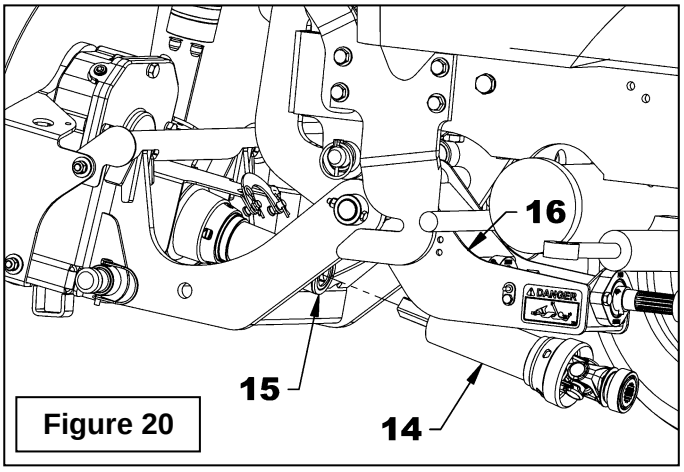
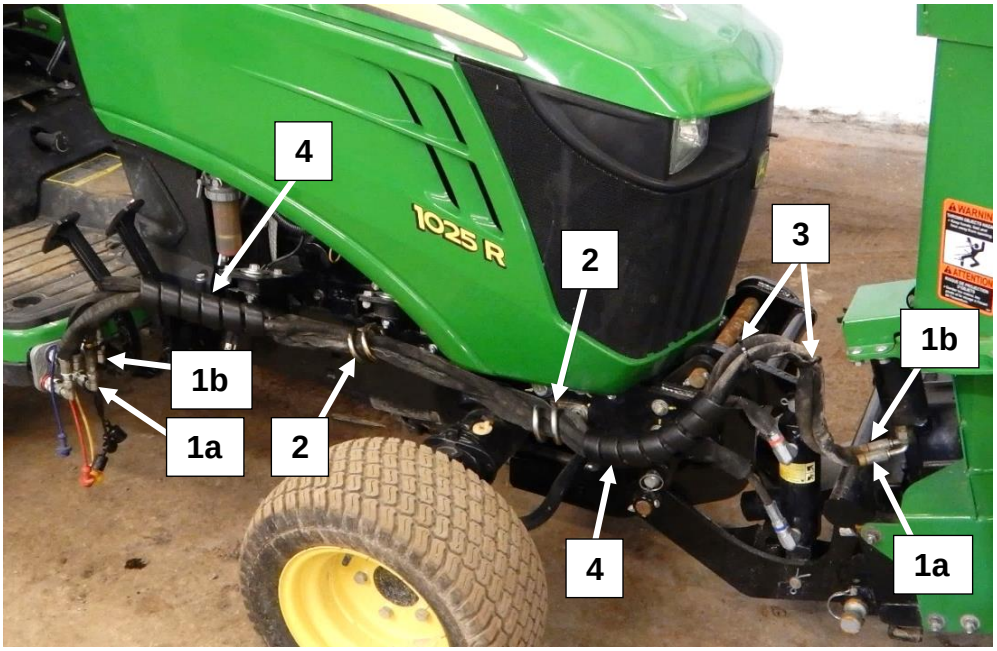

Figure 20
Figure 22
Figure 22: Insert the hoses (items 1a and 1b) in the two hose supports (item 2) and fix the hydraulic couplings and the electrical connector of the snowblower to the hydraulic couplings and to the electrical connector of the tractor as shown in **figure 22**. Finally, secure the two hoses with three nylon tie wraps (item 3) and the two black 10"lg hose protectors (item 4) at the locations shown in **figure 20.**